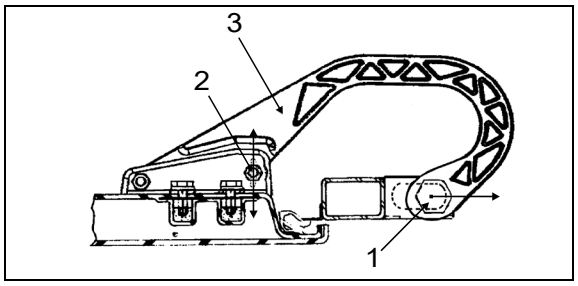

FIGURE 94: DOOR HINGE 18196
7. Loosen screws (5, Figure 94) to allow the door to be shifted "UP or DOWN".